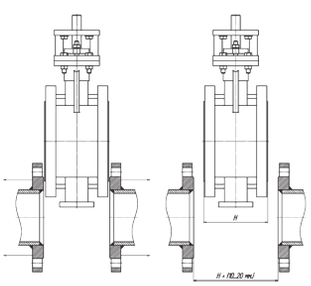

Рис. 7
1. Проверить расстояние между фланцами, при необходимости раздвинуть фланцы в размер, превышающий строительную длину затвора на 10-20 мм, используя для этого подручные приспособления. (Рис. 7)